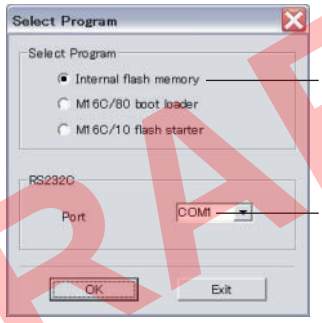

Fig. 2
The screen appears as shown below. (Fig. 2)
3. Select the data to be transmitted and port. (Fig. 2)
下記の画面が表示されます。(Fig. 2)
3. 送信データ、ポートを選択します。(Fig. 2)